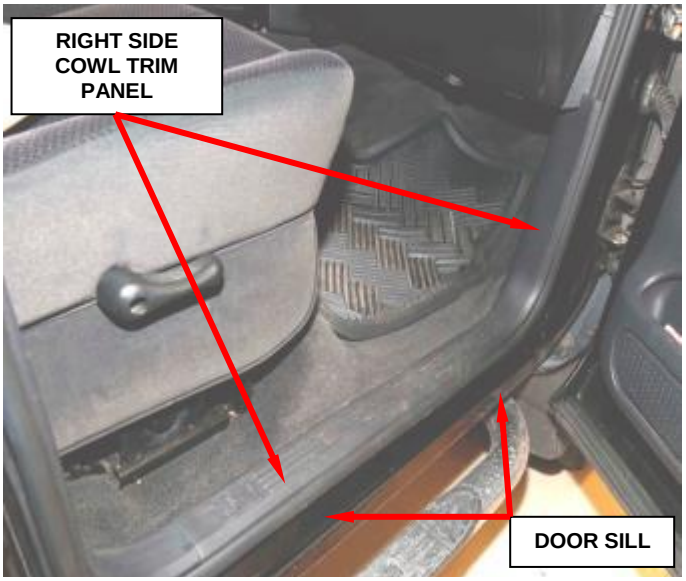

**Figure 2 – Right Side Cowl Trim Panel**
a. Using a trim stick, disengage the retaining tabs of the cowl trim panel from the retainer clips in the door sill (Figure 2).